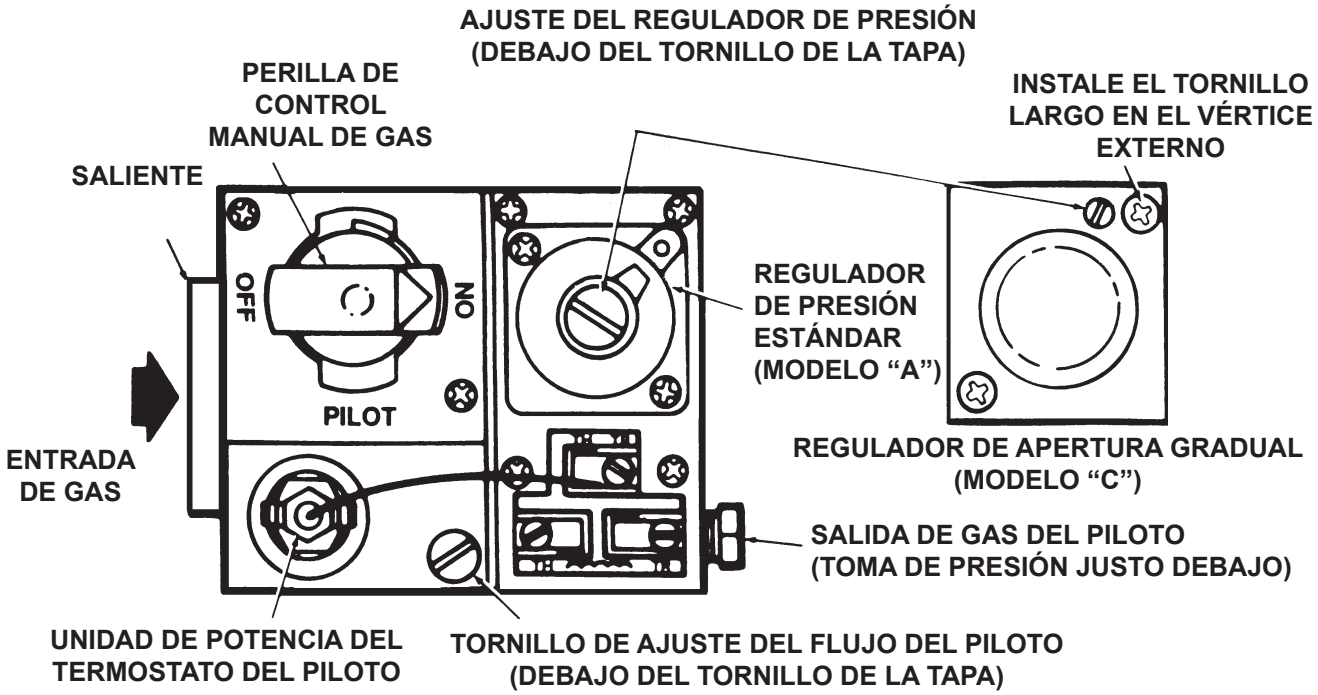

Figura 12. Vista superior del control de gas de capacidad estándar
A. Retire el tornillo de ajuste de la tapa del piloto. Consulte la Figura 12.